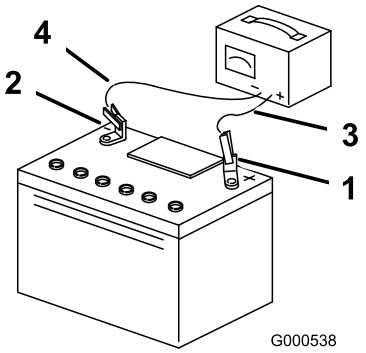

Figur 44
5. När batteriet är fulladdat ska laddaren kopplas bort från eluttaget, och sedan ska laddningskablarna kopplas bort från batteripolerna (Figur 44).